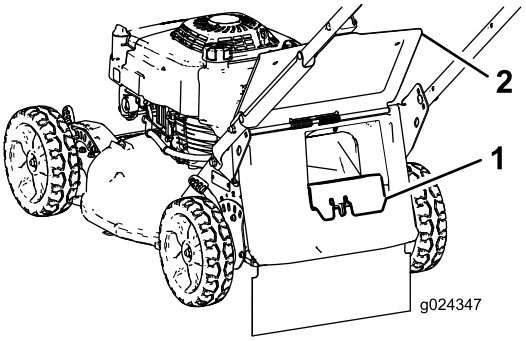

**Figuur 18**
- Als de afsluiter van de achterafvoer niet aan de machine is bevestigd, neem deze dan vast bij de handgreep, til de achterklep op, en breng de afsluiter in het achteruitworpkanaal tot de vergrendeling op zijn plaats valt (Figuur 18).
3. Verwijder de afsluiter van de achterafvoer door de vergrendeling met uw duim in te drukken en de afsluiter uit de machine te trekken (Figuur 18).